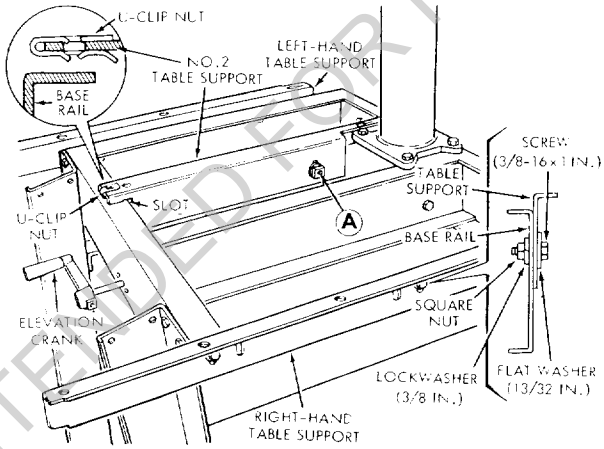

Figure 5
a. Install right- and left-hand table supports (figure 5) with two 3/8-16 x 1-inch, hex-head screws, 13/32 flat washers, 3/8-inch lockwashers and 3/8-16 square nuts in each table support. Refer to inset in figure 5 for correct location of nuts and washers. Tighten these screws just enough to permit the table supports to slip when tapped with a mallet — to facilitate later adjustments. Tap each table support until the screw
b. Install the No. 2 table support (figure 5) by "hooking" the forward end over the upper flange of front base rail and attaching the rear of support (at point "A", figure 5) with one 5/16-18 x 3/4-inch, hex-head screw, 11/32-inch flat washer, 5/16-inch lockwasher and square nut. The nut should be facing toward the right, as shown. Tighten the screw as described in preceding step a.
c. Slide the U-clip nut on forward end of No. 2 table support, as shown in inset of figure 5. (The formed portion of the U-clip must be underneath the table support.) Align the hole in the U-clip nut with hole in No. 2 table support.